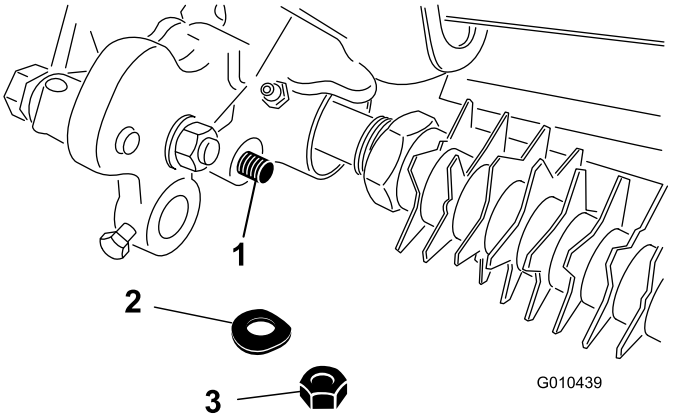

Figur 31
4. Fjern låsemutteren og fjærskiven som fester stagenden til klippehøydearmenheten til trimsatsdrevet (Figur 31).